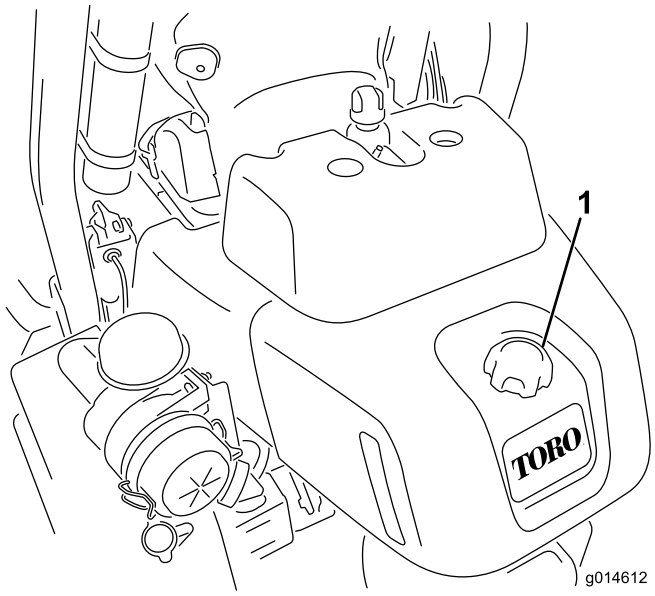

Figur 28
1. Rengør området rundt om brændstoftankens dæksel (Figur 28).